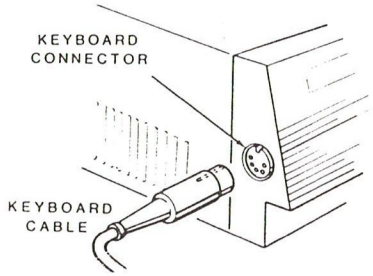

Figure 1-4. Connecting Your Keyboard
5. Position the computer so that the front is facing you and you can easily reach the disk drive(s) to insert and remove floppy disks. You should be able to reach the power switch on the back panel and the keyboard connector on the left side of the computer should be accessible. Figure 1-4 shows the location of the keyboard connector.
6. Place the keyboard where you intend to use it and connect the keyboard cable to the keyboard connector as shown in Figure 1-4. The keyboard receives its power directly from the computer and does not have a separate power connection.